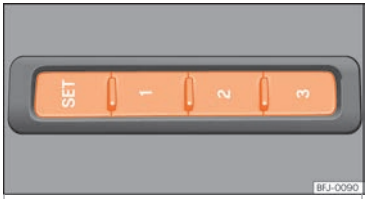

Fig. 146 En el lateral exterior del asiento del conductor: teclas de memoria.
- Pulse la tecla SET durante más de 1 segundo ››› fig. 146.
- Mantenga pulsada la tecla SET ››› fig. 146.